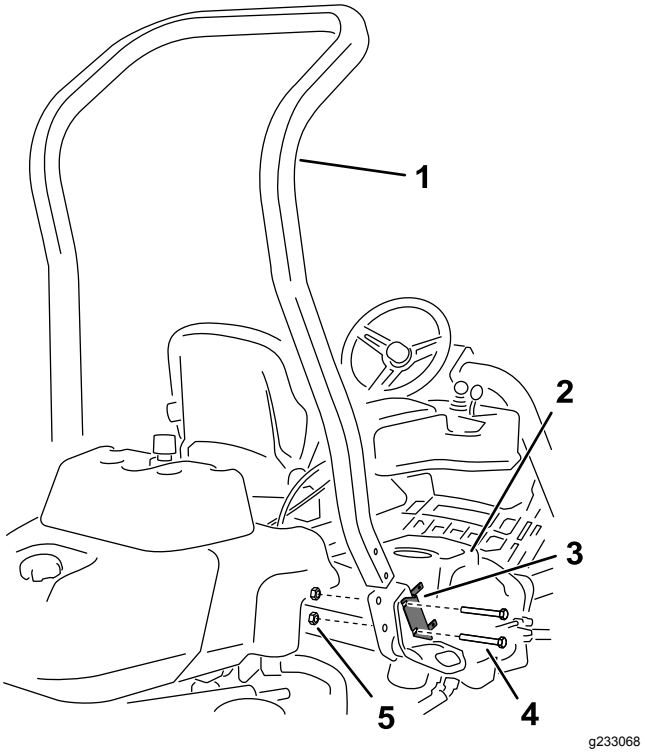

**Rysunek 3**
4. Odkręć 2 śruby mocujące wspornik bloku bezpieczników do gniazd systemu ochrony przed przewróceniem jak pokazano na Rysunek 3.